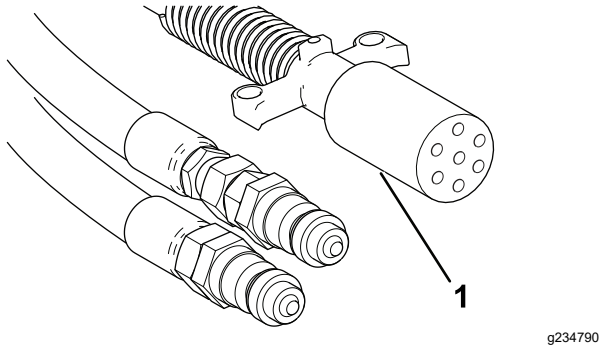

**Rysunek 21**
10. Podłącz 7-stykowy spiralny przewód zasilający do gniazda maszyny i jednostki jezdnej (Rysunek 21).